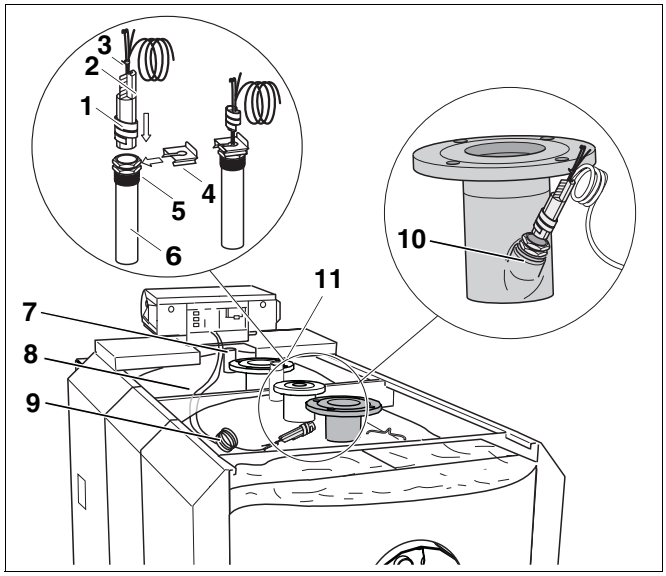

Fig. 38 Montare il pacchetto delle sonde di temperatura
- Posare i capillari e il cavo della sonda (fig. 38, **pos. 9**) fino al punto di misurazione (fig. 38, **pos. 10**) posto sulla mandata caldaia.
- Arrotolare la lunghezza eccedente dei capillari e del cavo della sonda (fig. 38, **pos. 9**) e posarla sull'isolamento termico del blocco caldaia (fig. 38, **pos. 8**).
- Condurre il cavo del bruciatore attraverso il passaggio cavi della copertura caldaia anteriore (fig. 38, **pos. 7**).
- Spingere la molla di compensazione (fig. 38, **pos. 2**) con il pacchetto delle sonde di temperatura (fig. 38, **pos. 3**), fino all'arresto, nel pozzetto ad immersione (fig. 38, **pos. 6**).
Inserendo il pacchetto delle sonde di temperatura (fig. 38, **pos. 3**) nel pozzetto ad immersione (fig. 38, **pos. 6**), la spirale in plastica (fig. 38, **pos. 1**) si ritrae automaticamente.
- Spingere l'arresto di sicurezza (fig. 38, **pos. 4**) lateralmente sulla testa del pozzetto ad immersione (fig. 38, **pos. 5**).
- Inserire il pacchetto completo delle sonde dell'apparecchio di regolazione 4212 nel punto di misurazione posto sulla mandata caldaia (fig. 38, **pos. 10**).
- Montare la sonda del modulo ZM 427 a cura del committente sul ritorno caldaia (fig. 38, **pos. 11**).